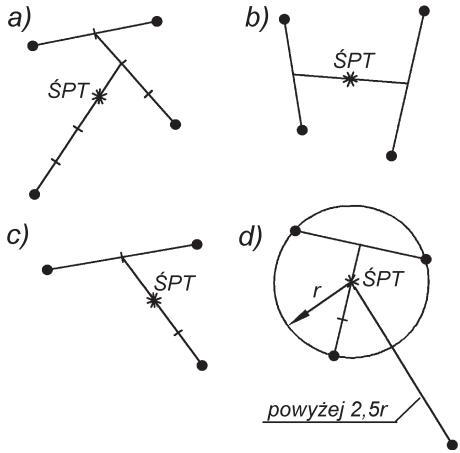

Rys. 110. Określanie średniego punktu trafienia:
- połączyć linią punkt znajdujący się najbliżej dwóch pierwszych przestrzelin z czwartą przestrzeliną podzielić powstały po połączeniu odcinek na cztery równe części. Punkt podziału znajdujący się na odcinku najbliższej trzech pierwszych przestrzelin jest średnim punktem trafienia *(rys. 110 a)*.
Położenie średniego punktu trafienia można również określić w inny sposób: połączyć przestrzeliny parami, następnie połączyć środki odcinków łączących pary przestrzelin i otrzymany w ten sposób odcinek podzielić na połowę. Punkt podziału jest średnim punktem trafienia *(rys. 110 b)*. Jeżeli wszystkie cztery przestrzeliny nie mieszczą się w kręgu o średnicy 15 cm, to średni punkt trafienia można określić według trzech najbardziej skupionych przestrzelin pod warunkiem, że odległość czwartej przestrzeliny od średniego punktu trafienia z trzech przestrzelin przekracza 2,5 promienia okręgu obejmującego te trzy przestrzeliny *(rys. 110 d)*.
- połączyć otrzymany punkt z trzecią przestrzeliną i podzielić na trzy części odległość między nimi. Punkt podziału znajdujący się najbliżej dwóch pierwszych przestrzelin jest średnim punktem trafienia *(rys. 110 c)*. W prawidłowym skupieniu karabinu średni punkt trafienia (ŚPT) powinien się pokrywać z punktem kontrolnym lub odchylać od niego w dowolnym kierunku co najwyżej 5 cm.